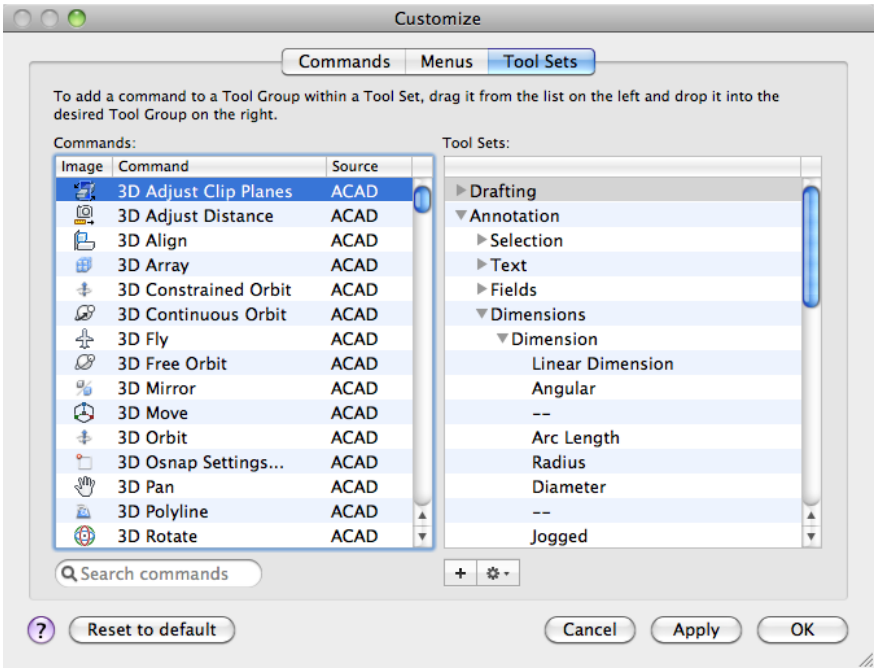

*Figure 6: Customize dialog box that allows you to tailor the UI to your needs.*
- Customize User Interface (CUI) – Definitions of items on the menu bar and in tool sets. You use the Customize dialog box (see Figure 6) to customize the menus on the Mac OS menu bar and tools that are displayed on the Tool Sets palette.